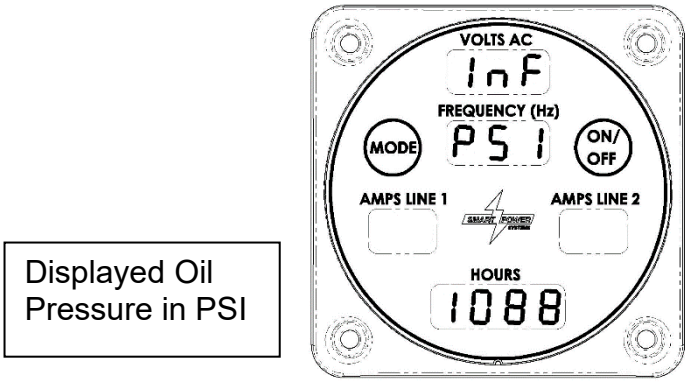

Figure 17 – System Inlet Pressure Display Example
b. Inlet pressure to the generator will be displayed next in the hours field by pressing the Mode switch a second time as seen in Figure 17.